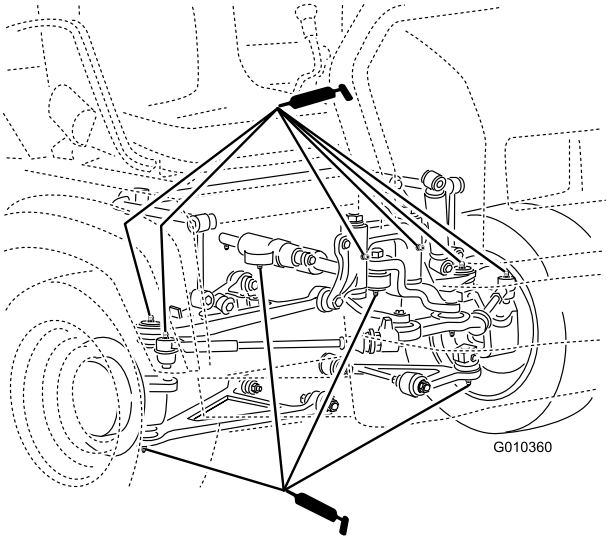

Figur 38
- Kugleled (4), forbindelsesstænger (2), drejebeslag og styretøjscylinder (2) (Figur 38)